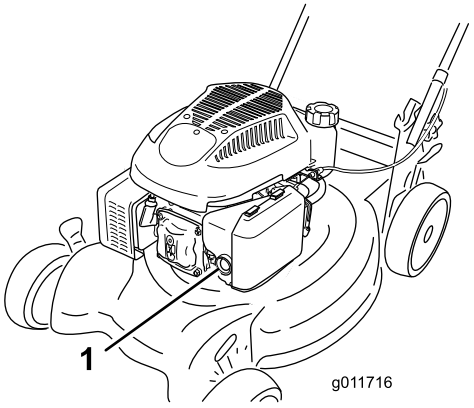

Figuur 10
1. Druk met uw duim de hulpstarter 3 keer krachtig in. Houd hierbij telkens de hulpstarter één seconde ingedrukt voordat u deze loslaat (Figuur 10).